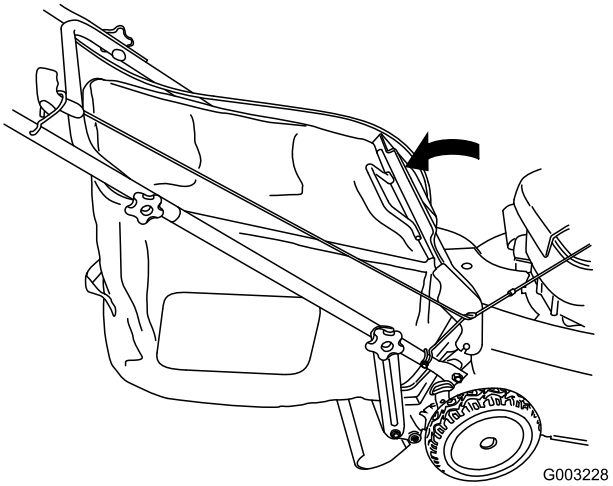

Figur 27
5. Sänk den bakre luckan (Figur 27).